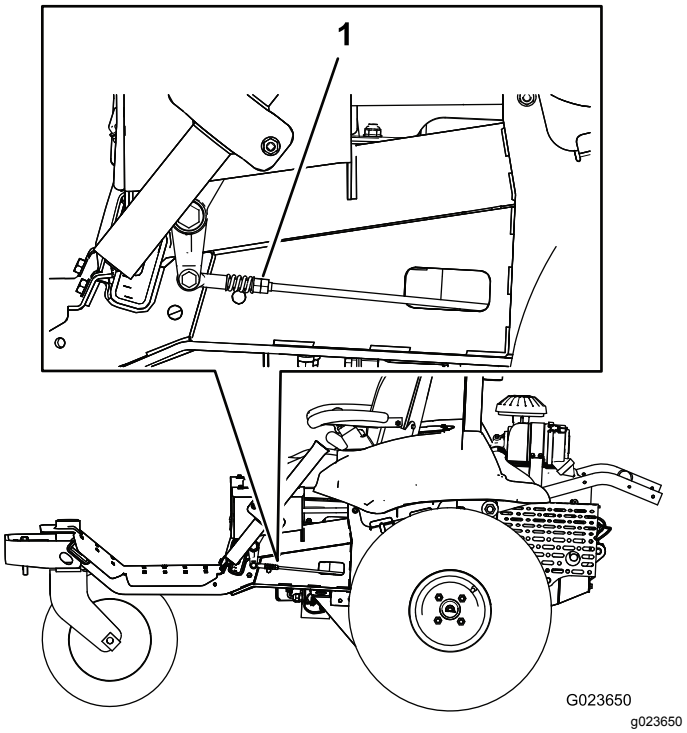

Figur 61
7. På ena sidan av maskinen vrider du de dubbla muttrarna på länksystemet sakta (Figur 61) tills hjulet på den sidan börjar rotera. Sedan vrider du de dubbla muttrarna åt andra hållet tills hjulet roterar i den andra riktningen.